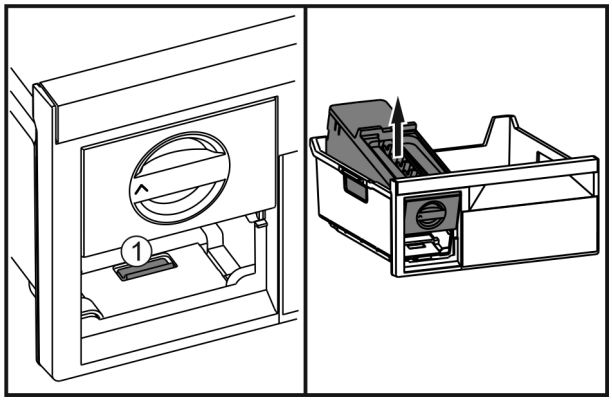

Fig. 50
▶ Нажать на накладку *Fig. 50 (1)*, EasyTwist-Ice поднять сзади и вынуть из выдвижного ящика морозильника.